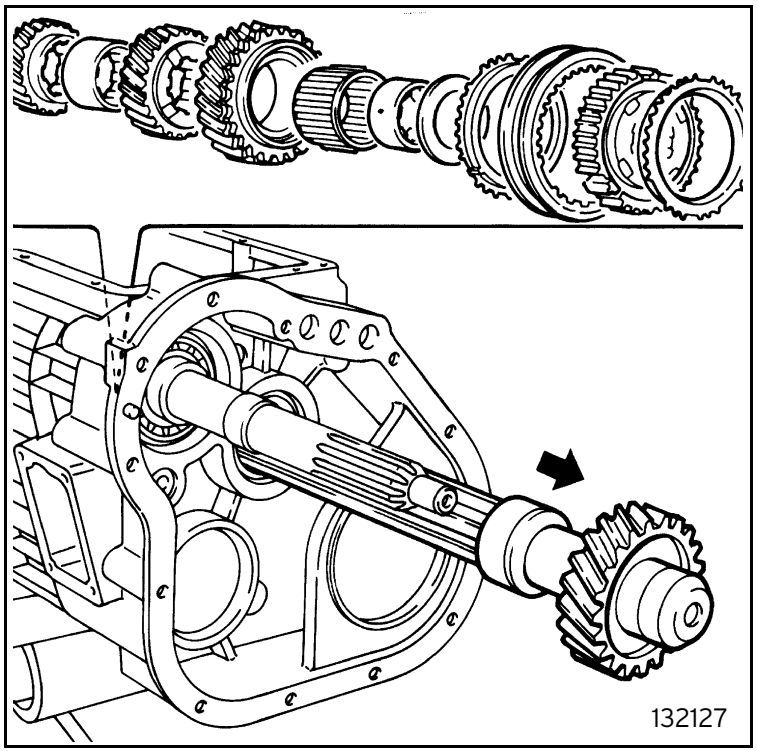

Fig. 27
- take out the countershaft recovering as you go all the parts it is composed of (figure 27);